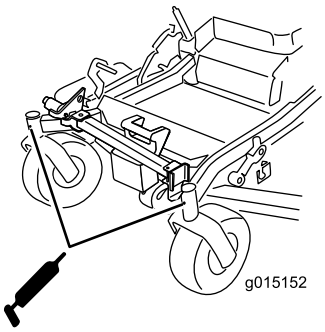

Figur 48
10. Fjern smørenippelen fra hullet. Sett på plass sekskantpluggen og støvdekslet (Figur 48).